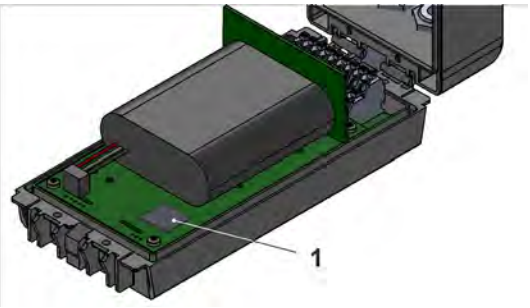

Fig. 25-2 SIM Card Slot (here: in enclosure S - special design)
2. The SIM card slot (Fig. 25-2 Pos. 1) is accessible.